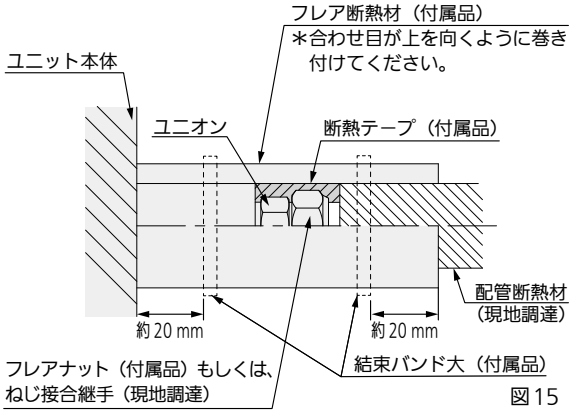

図 15
- 図15に従って液管・ガス管とも、断熱してください。フレアナット部もしくは、ねじ接合継手部に断熱テープ（付属品）を巻き付けてください。配管接続部にはフレア断熱材（付属品）を隙間がないように巻き付け、結束バンド大（付属品）で締め付けてください。結束バンドの余分な部分は切断してください。